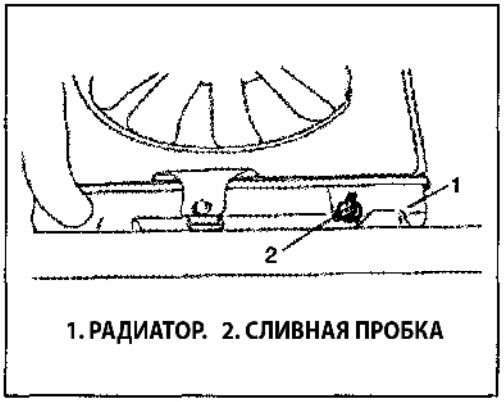

Рис. 285
2) Ослабьте сливную пробку и слейте ОЖ (Рис. 285).